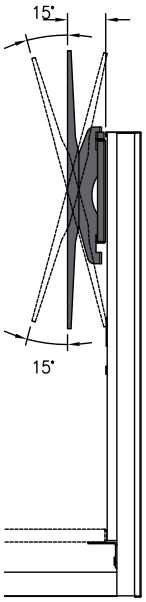

Figure 4C
3. Once installed, the monitor mount plate can tilt up to 15° up or down. **Figure 4C**.